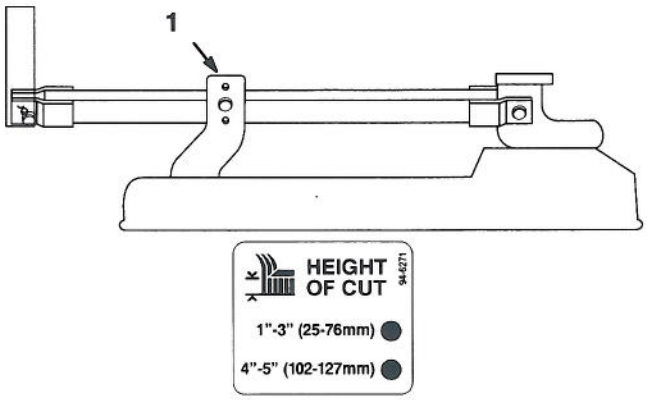

Figure 24
4. To change the side-to-side leveling, loosen upper flange nut(s) and adjust lower locknut at the front of the mower (Fig. 24).
4. To change the front-to-rear pitch, change pin location at center stabilizer mounts on both sides (Fig. 24).